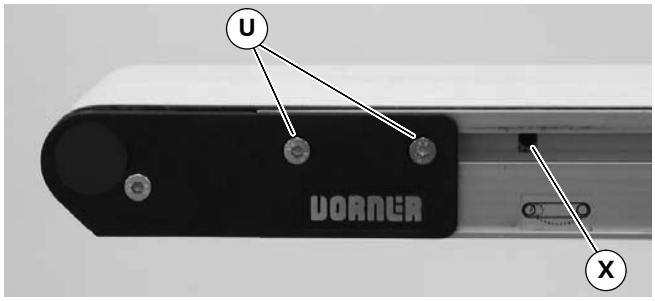

Figure 8
5. With a 5 mm hex-key wrench, rotate pinion gear (X of Figure 8) to tension the conveyor belt. Tighten fastening screws (U) on both sides of conveyor to 80 in-lb (9 Nm). For proper tensioning, refer to "Conveyor Belt Tensioning" on page 11.